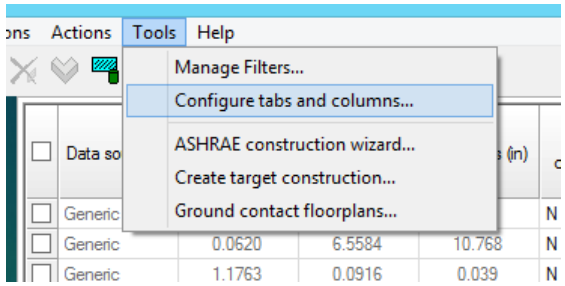

Figure 22 – Configure tabs and columns
- Click “Configure tabs and columns…” (Figure 22)